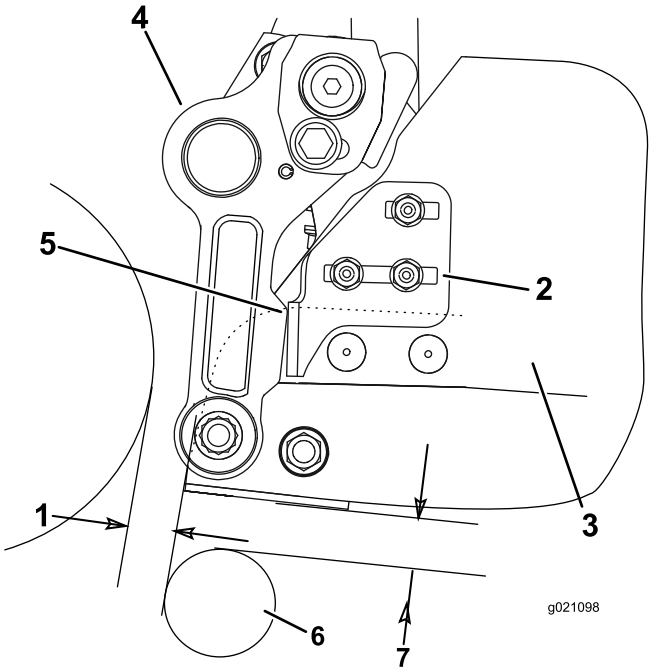

Figuur 10
- Draai aan elke zijde van de mand de slotboutmoeren los waarmee de aanslagbeugels aan de mand zijn bevestigd (Figuur 10).
- Plaats de mand zo, dat deze zich parallel aan het maaidek bevindt met een minimale speling van 6 mm tussen het lipje van de mand en de messenkooi (Figuur 10).